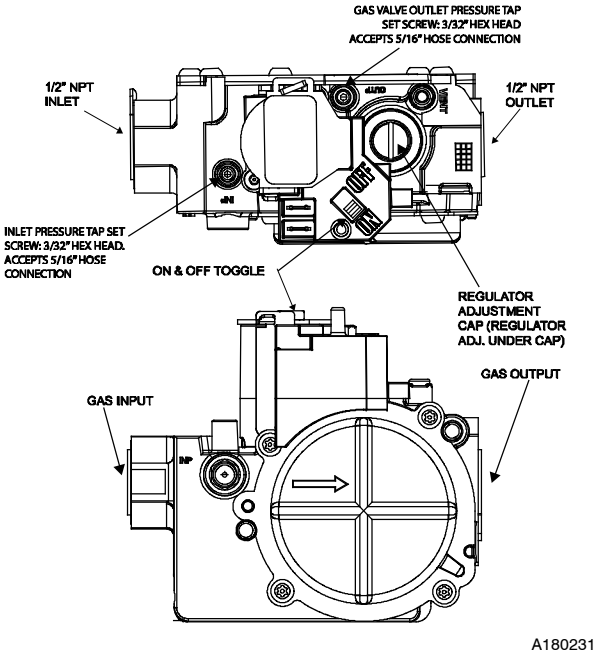

Fig. 32 - Gas Control Valve
b. Loosen set screw on outlet tower pressure tap no more than one full turn with a 3/32 in. hex wrench. (See Fig. 32)